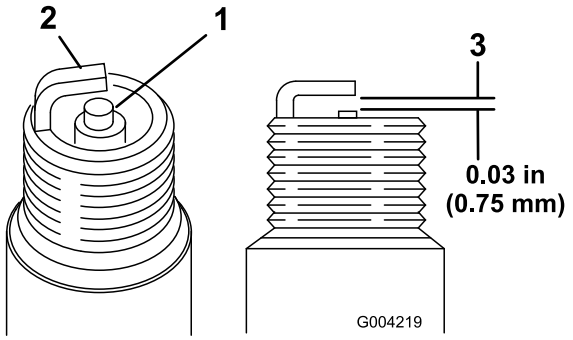

Figuur 39
1. Bekijk de binnenkant van de bougies (Figuur 39). Als de isolator lichtbruin of grijs is, werkt de motor naar behoren. Een zwarte laag op de isolator duidt meestal op een vuil luchtfilter.
2. Controleer de afstand tussen de centrale elektrode en de massa-elektrode (Figuur 39).
3. Verbuig de massa-elektrode (Figuur 39) om de juiste afstand in te stellen indien dit nodig is.